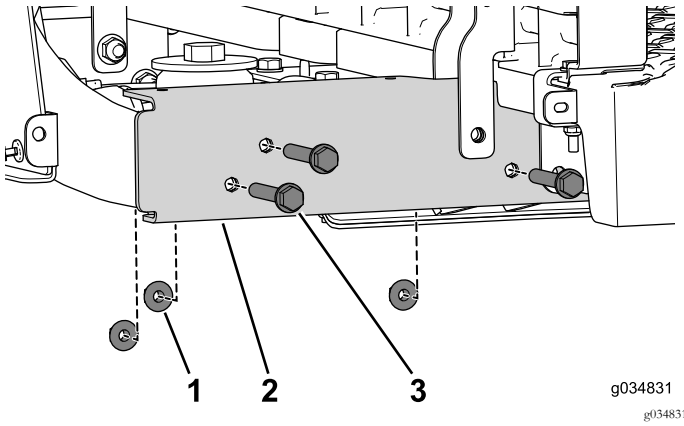

Figur 65
5. Fjern de tre flangebolte (3/8 x 2-1/2 tomme) og møtrikker (Figur 65). Gør dette på begge sider af maskinen.